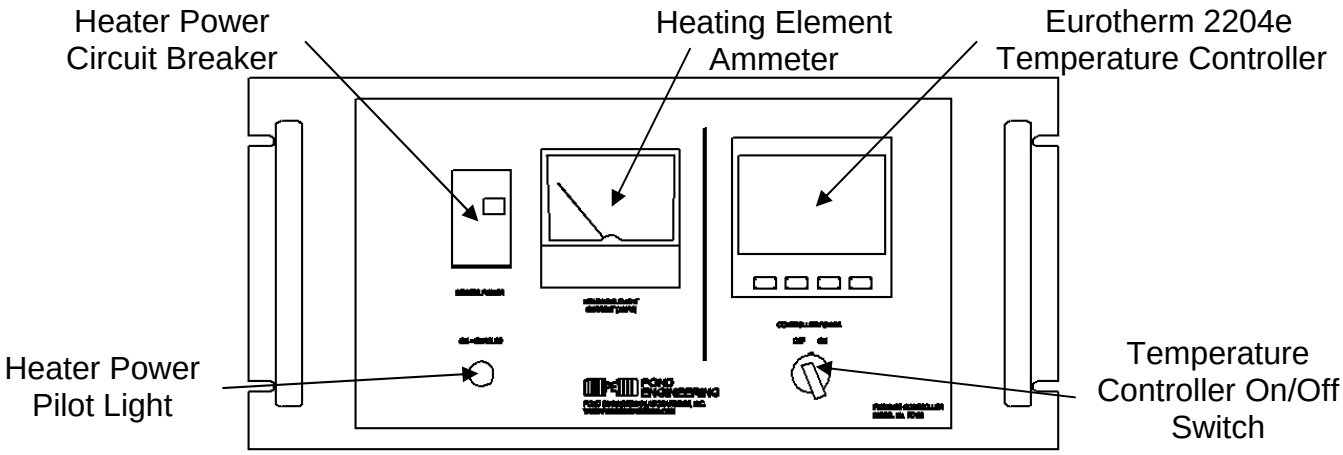

**Figure 2 - Front Panel Layout**
**Figure 2** shows the front panel layout. The panel is divided into two sections. The left is for heating element power, and the right is for the controller. The Eurotherm Temperature Controller allows the user to specify setpoints, user-defined alarms, and view current thermocouple temperature. A full User Manual and parameter list for the Eurotherm controller can be found in **Appendix B.**